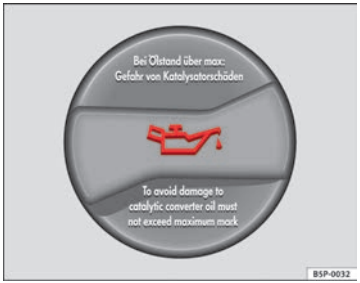

Fig. 124 In the engine compartment: Engine oil filler cap
– Unscrew cap from oil filler opening ⇒ fig. 124.
– As soon as the oil level is in area (B), carefully close the cap.